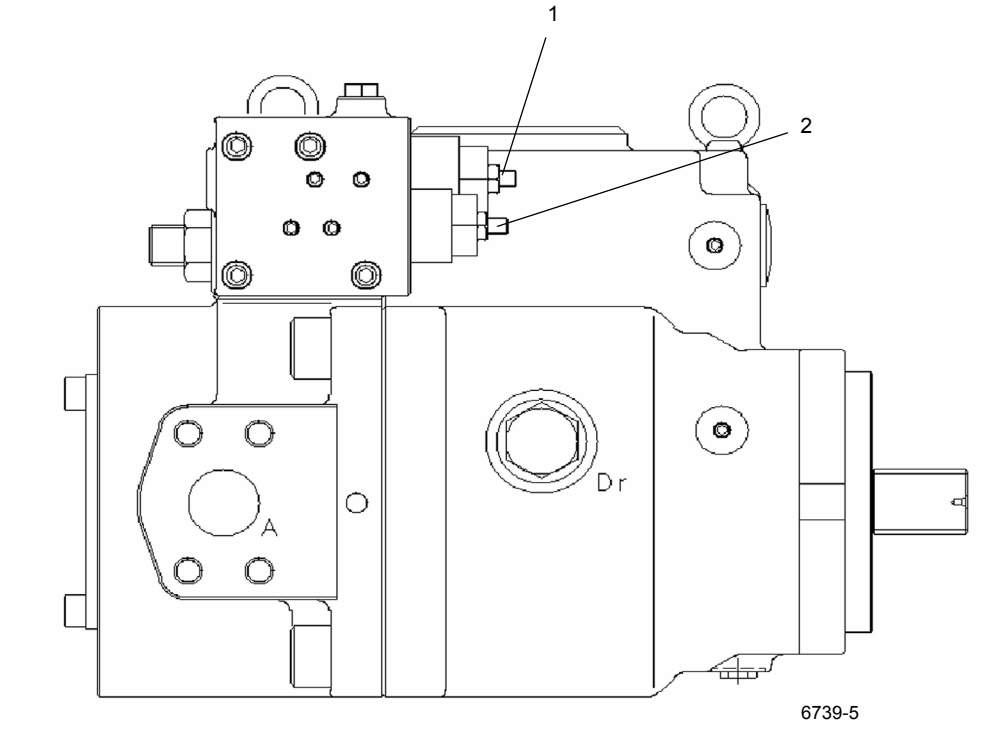

FIGURA 2-13
1. Con el motor apagado, descargue todo el aceite a presión almacenado en los acumuladores pisando el pedal de frenos de servicio en la cabina unas 4 - 6 veces. Retire el protector y la tapa de la válvula de gas del acumulador (Figura 2-13).
2. Antes de conectar el conjunto de carga a la válvula de gas (Figura 2-13), desenrosque la manija en “T” del adaptador de gas completamente (gírela en sentido contra horario).
6. Si la presión mide 5.5 +0.4, -0 MPa (800 +50, -0 psi), retire el conjunto de la válvula de carga girando la manija en “T” completamente hacia fuera en el adaptador de gas y después abriendo la válvula de purga (Figura 2-13).